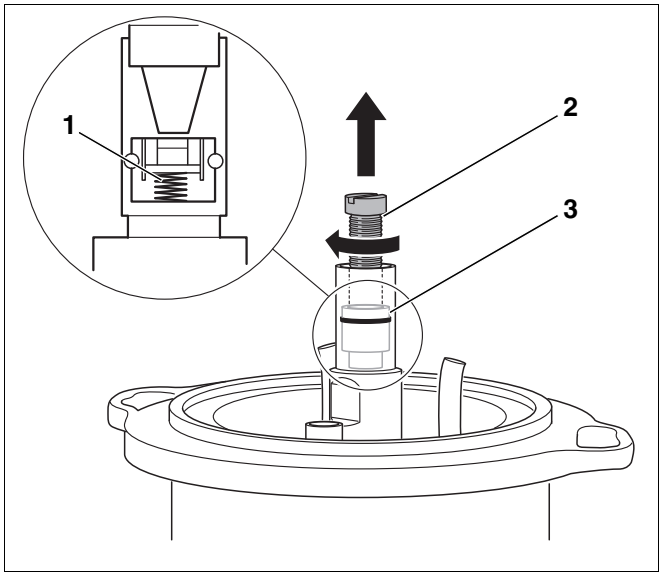

*Рис. 31 Замена запорного клапана*
Запорный клапан (Рис. 31, **поз. 3**) в подогревателе топлива работает как обратный клапан. Работающий топливный насос подает дизтопливо через запорный клапан. При выключении насоса клапан закрывается пружиной (Рис. 31, **поз. 1**).
- Ввернуть винт M5 x 50 (Рис. 31, **поз. 2**).
- Вынуть запорный клапан (Рис. 31, **поз. 3**).